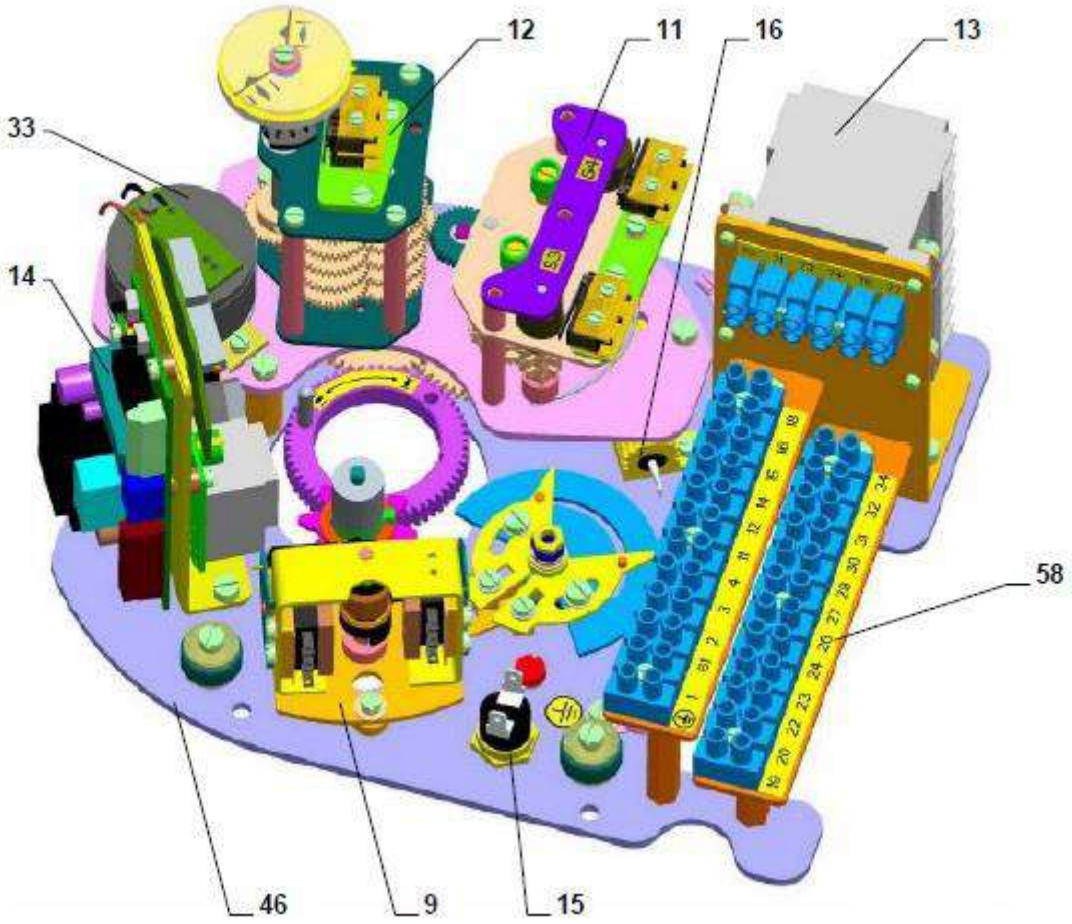
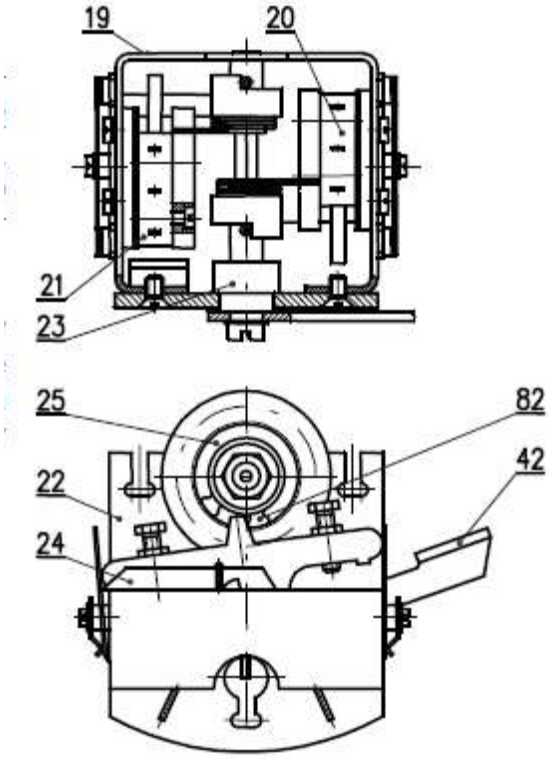

Рис.3
Рис.5
Модуль М4 – Блок управления (Рис. 3)
- блок моментного выключения (рис. 5);
- механизм блокировки (82) (рис. 5).
Достигнутая величина крутящего момента переносится от моментного колеса на моментное устройство (9) (рис.3) при помощи моментного рычажка (42) (рис.5).
Блок моментного выключения (рис.5) представляет несущую балку, на которой размещены выключатели S1 (20) и S2 (21). На валике (23) размещены выключающие рычажки (24), которые при помощи пружины удерживают выключатели во присоединенном состоянии вплоть до момента, когда происходит поворот валика от привода моментного выключателя.
Механизм блокировки (82) (рис.5) обеспечивает блокировку моментного выключения, как правило, на 1 или 2 оборота после реверса ЭП. После осуществления установленного количества оборотов моментное устройство возвращается к своему первоначальному функционированию.